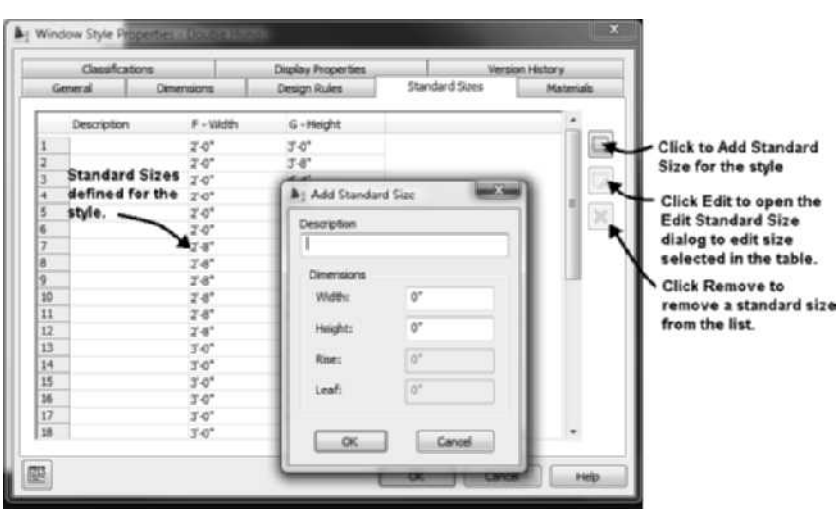

FIGURE 5.39 *Standard Sizes tab of a window style in the Window Style Properties dialog box*
10. Choose the **Standard Sizes** tab provides a table of sizes for a window style. The Standard Sizes tab is shown in Figure 5.39. The following dimensions are defined in a Standard Size: F-Width, G-Height, H-Rise, and J-Leaf. These dimensions are illustrated on the **Dimensions** tab of the **Window Style Properties** dialog box. The H-Rise is inactive unless the window shape is Arch, Gothic, Peak, or Trapezoid. The J-Leaf column is inactive unless you specify an "Uneven" window type.